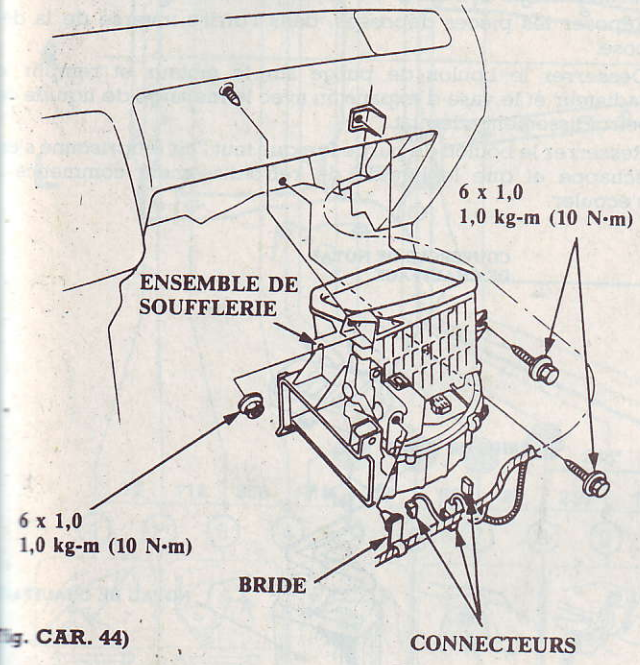

Fig. CAR. 44)
- Déposer la bride du moteur de commande de recirculation et libérer le faisceau de fils de la bride sur l'ensemble de soufflerie. Déposer les boulons (**2**), l'écrou et l'ensemble de soufflerie (fig. CAR. 44).